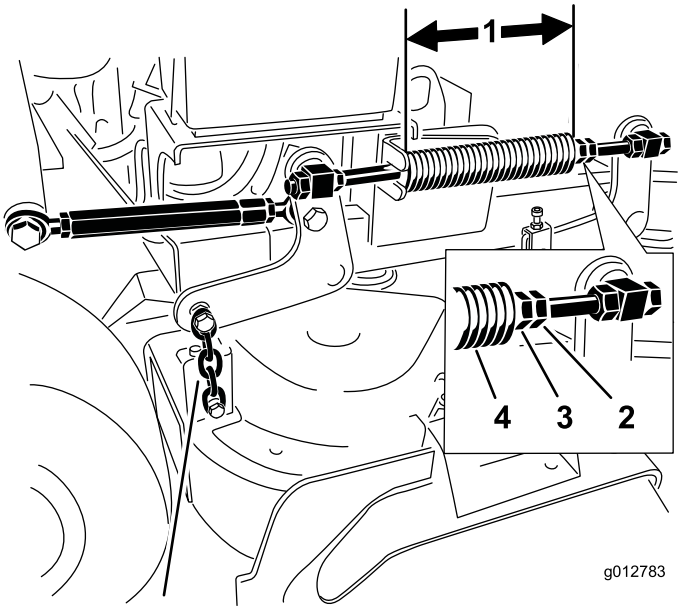

Figura 87
2. Verifique o comprimento da mola de compressão. O comprimento nominal é de 28,2 cm para plataformas de cortadores de 91 cm e de 25,7 cm para plataformas de cortadores de 102 cm (Figura 87).
3. Ajuste esta distância desapertando a porca de bloqueio da mola e rodando a porca em frente de cada mola (Figura 87).
4. Bloqueie a porca na posição apertando a porca de bloqueio da mola (Figura 87).